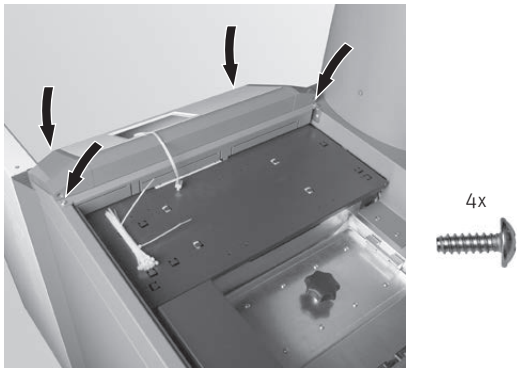

Fig. 70 Infilare il cavi di collegamento, agganciare il pannello di comando e avvitarlo
- ▶ Infilare il cavi di collegamento di InfoWIN Touch (LON/12 VDC e LAN) nell'apertura del pannello di comando, infilare il pannello di comando e fissarlo con 4 viti autofilettanti – Fig. 70.